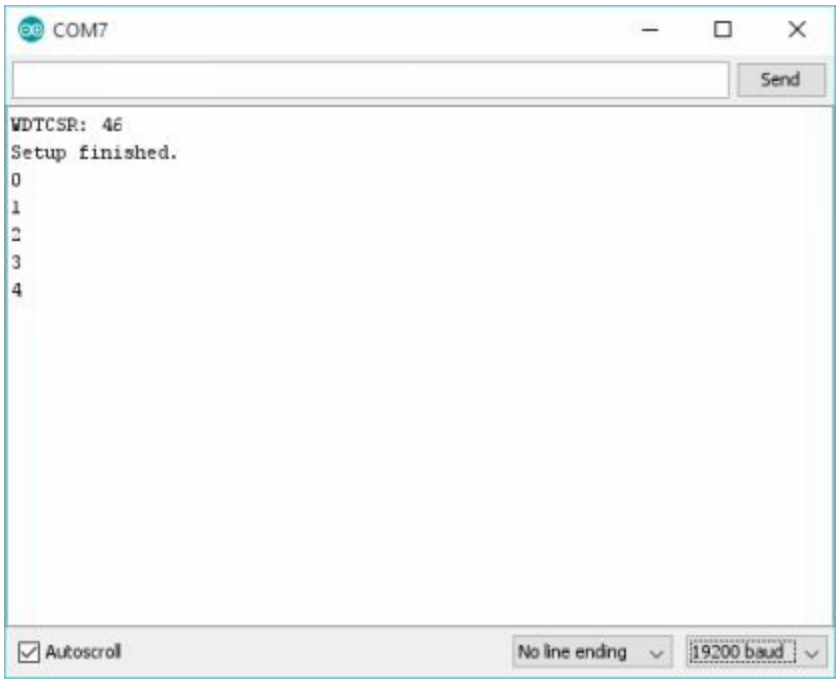

Figure 15 Terminal output *watchdog.ino*
If this time is reduced to a value less than 1 s (for example, delay (500)), the watchdog is reset before the watchdog period expires, and the LED remains unchanged. Figure 15 shows the terminal outputs of the *watchdog.ino* program example.